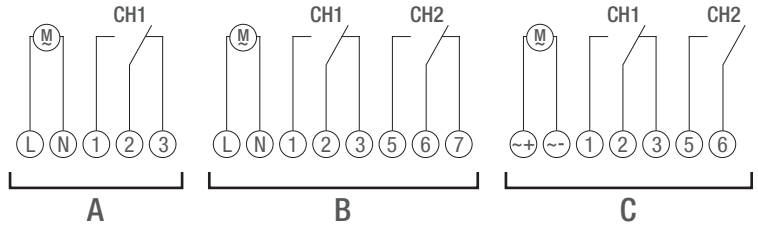

Abb. 5: Schaltbild
3. Verteilerschaltuhr gemäß Schaltbild (Abb. 5/A), (Abb. 5/B) oder (Abb. 5/C) anschließen.